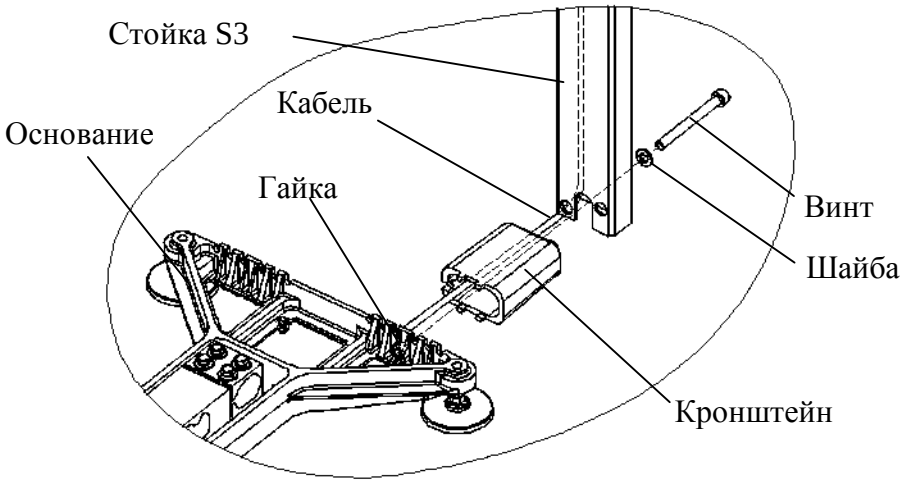

Рис. 6.3 - Крепление прямоугольной стойки к основанию весовой платформы ТВ-S_
- протянуть кабель весовой платформы через кронштейн и стойку (Рис. 6.3);